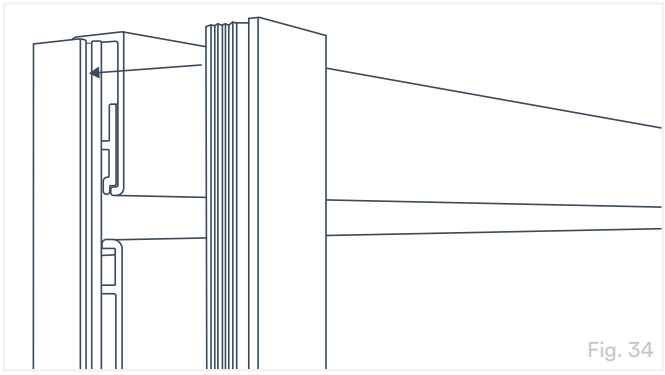

Fig. 34
15. Align the teeth of the Snap-In J Trim with the Universal Base and press together until tight to the SlatWall panels and Top Cap (Fig. 34).